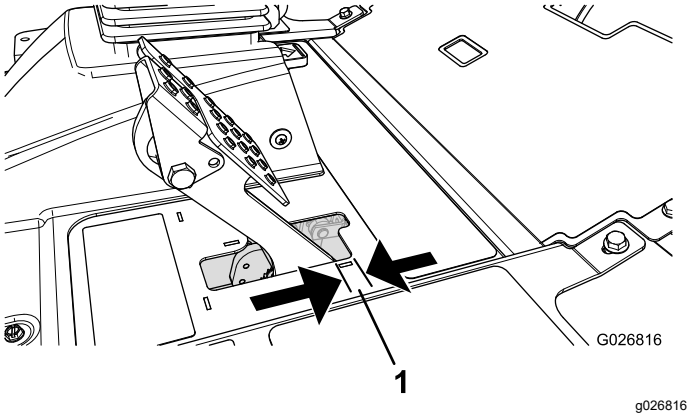

Figuur 113
4. Trap het rempedaal lichtjes in en meet de afstand die het pedaal zonder weerstand aflegt (Figuur 113).
Opmerking: Stel de remmen af als het rempedaal meer dan 2,5 cm speling heeft (Figuur 113), of als er meer remkracht nodig is.
6. Draai de achterste moeren vast om de kabel naar achteren te halen totdat het rempedaal 6 tot 13 mm speling heeft (Figuur 113) voordat de parkeerrem de wielen aangrijpt.